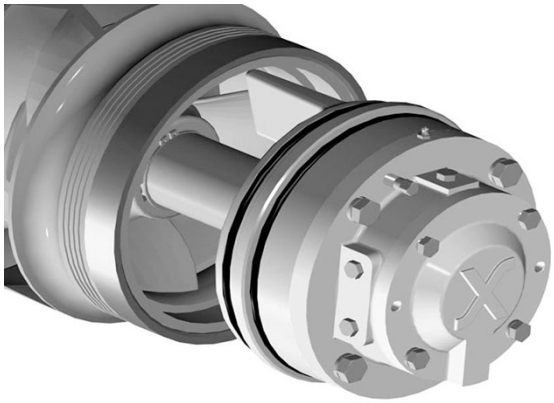

Figure 44: Bearing gland installed on bearing body
24. Install the locknut and lockwasher on the outboard (opposite of coupling) end of the shaft. Make certain that the locknut is secure and bend over the tabs on the lockwasher. (see Figure 44)